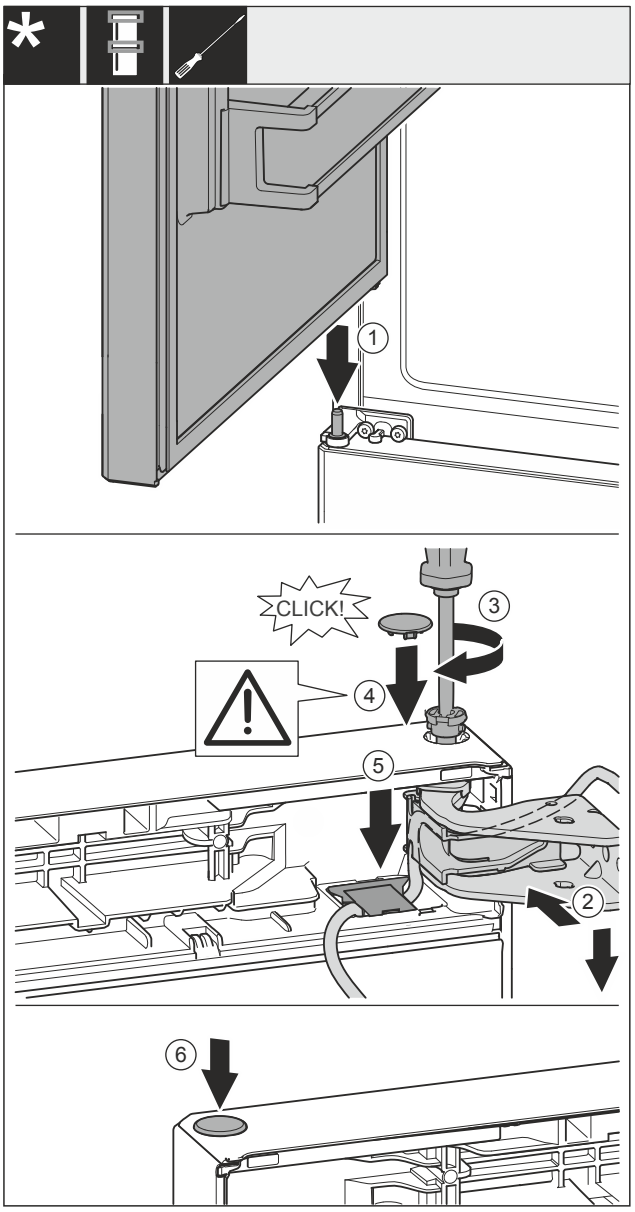

Fig. 60
- ▶ Obere Tür auf mittleren Lagerbolzen *Fig. 60 (1)* setzen.
- ▶ Tür oben zur Öffnung im Lagerbock *Fig. 60 (2)* ausrichten.
- ▶ Bolzen *Fig. 60 (3)* einsetzen und mit Schraubendreher festschrauben.
- ▶ Abdeckung *Fig. 60 (4)* einsetzen.
- ▶ Kontrollieren, dass die Abdeckung *Fig. 60 (4)* auf der Tür aufliegt.
- ▶ Abdeckung *Fig. 60 (5)* einsetzen und nach unten drücken bis sie einrastet.
- ▶ Abdeckung *Fig. 60 (6)* einsetzen.